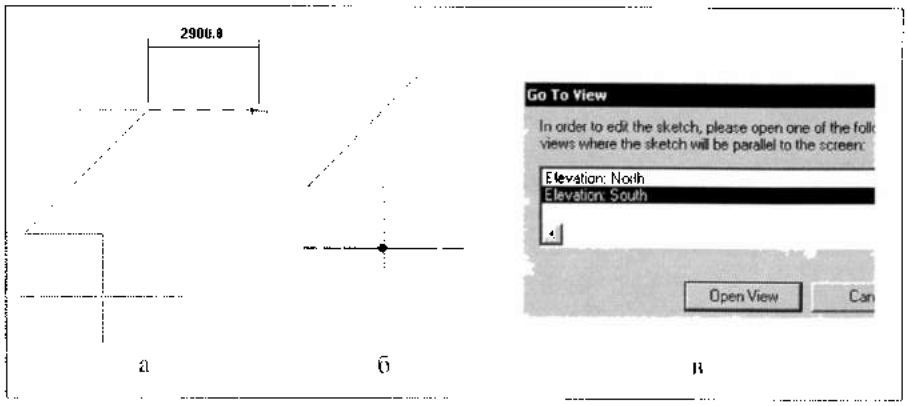

Рис. 11.16. *Построение траектории сдвига*
- На ленте в разделе **Draw** (Нарисовать), выбирая соответствующие инструменты, нарисовать траекторию. На ней перпендикулярно первому сегменту траектории будет сформирована именованная опорная плоскость для профиля сдвига (рис. 11.16,а, б).